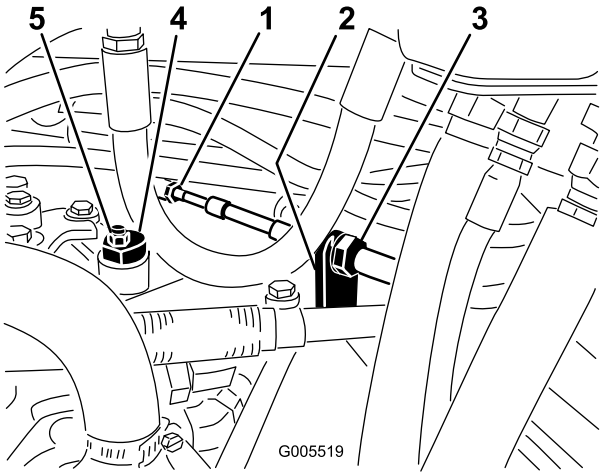

Figur 51
A. Løsn begge kontramøtrikkerne, der fastgør traktionskontrolkablet til kantpladen på hydrostaten (Figur 51). Sørg for, at kontramøtrikkerne er løsnet lige meget og kan justeres tilstrækkeligt.
Bemærk: Løsn den bolt, der fastgør den excentriske bolt til den øverste del af hydrostaten (Figur 51).
C. Drej den excentriske bolt, indtil der ikke forekommer krybning i nogen retning. Når hjulet holder op med at dreje, skal den møtrik, der låser den excentriske bolt og justeringen, tilspændes (Figur 51). Kontroller indstillingen med gashåndtaget i positionerne langsom og hurtig.
D. Låsemøtrikkerne skal tilspændes lige meget fra hver side af kantpladen for at fastgøre traktionskablet til kantpladen (Figur 51)Kablet må ikke snos.